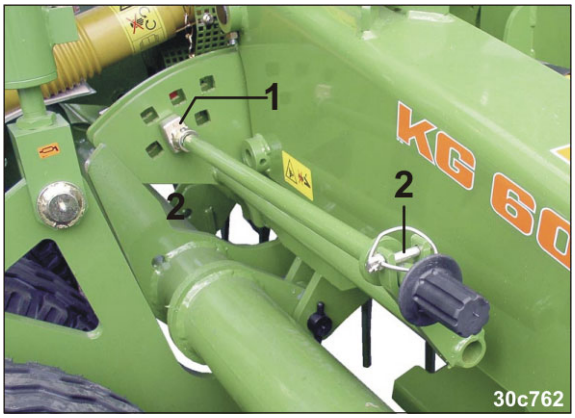

Fig. 158
4. Isæt dybdereguleringsboltene (Fig. 158/1).
5. Alle Tiefenregulierungsbolzen mit Klappsteckern (Fig. 158/2) sichern.